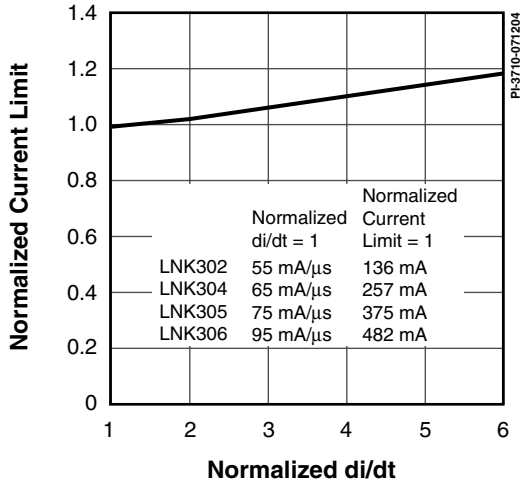

Figure 13. Current Limit vs. di/dt.
E. For current limit at other di/dt values, refer to Figure 13.